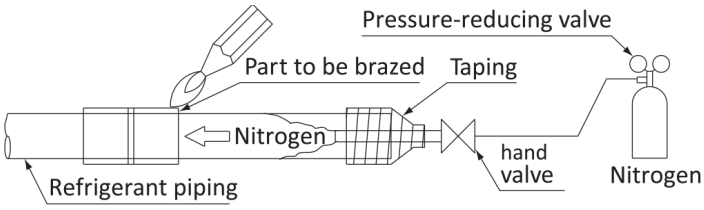

**Figure 16**
**When brazing the refrigerant piping, perform nitrogen replacement first or perform the brazing while feeding nitrogen into the refrigerant piping. (Refer to Figure 16.)**